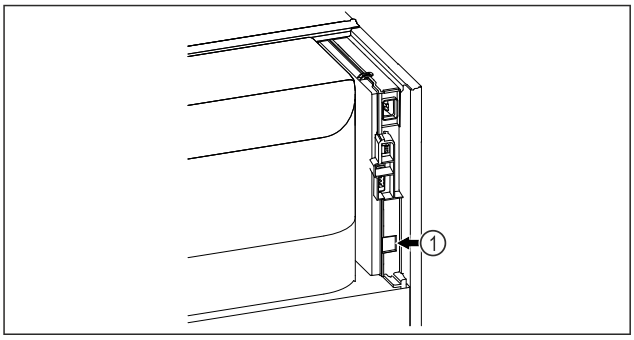

*Fig. 90*
❑ SmartModule *Fig. 90 (1)* este instalat.